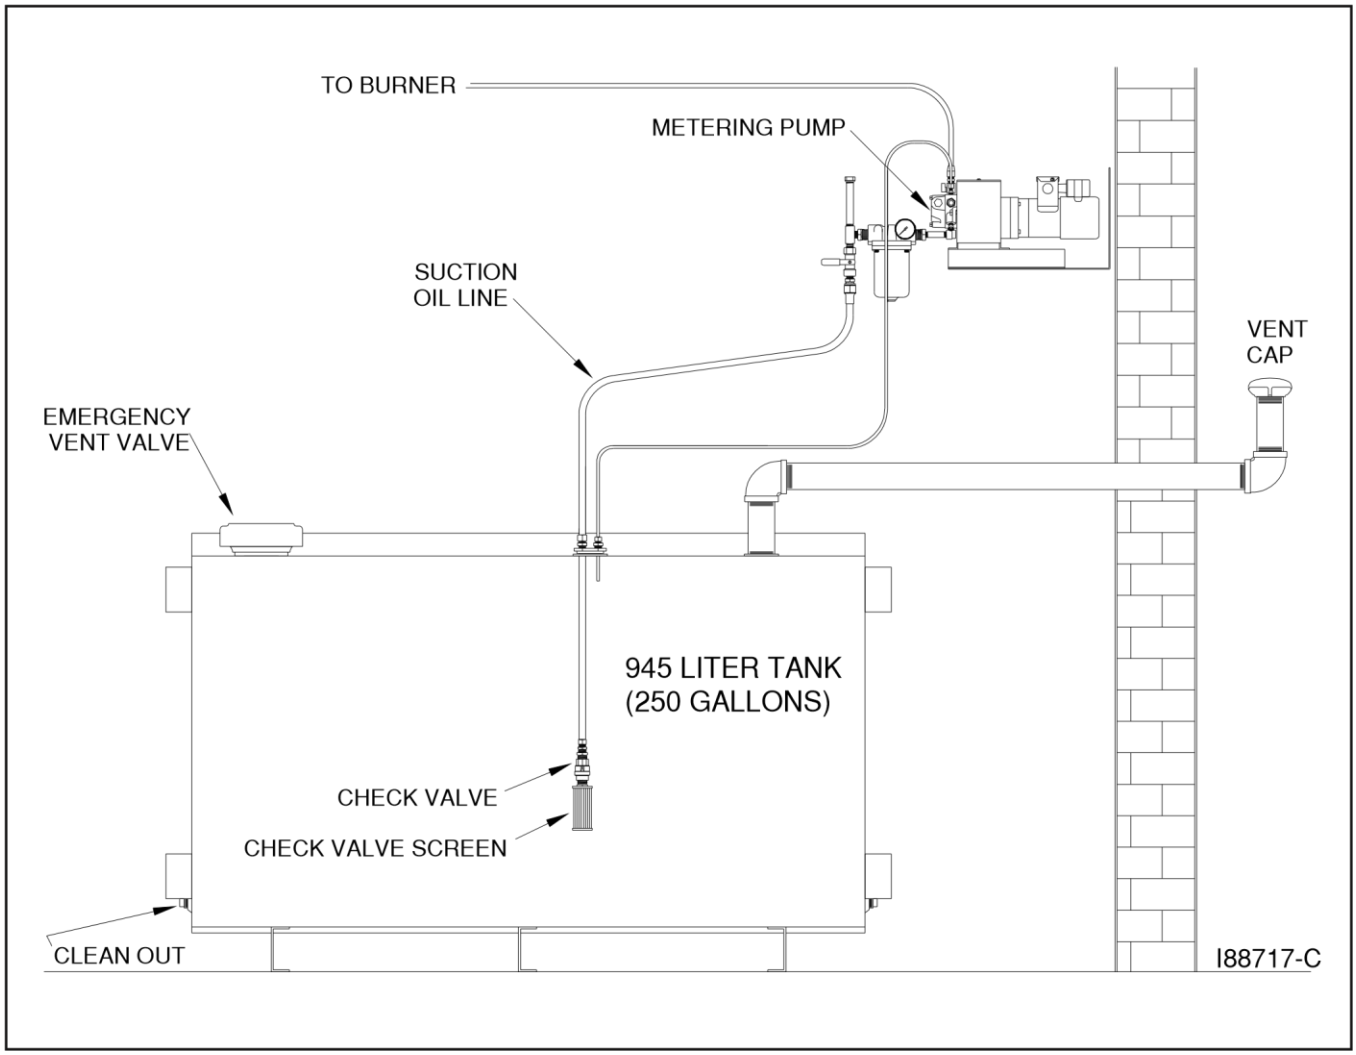

Figure 9D - Check Valve Detail
1. Refer to Figure 9D. Remove the one-piece suction oil line from the tank.
2. Clean the ash from the combustion chamber (see Figure 9D):